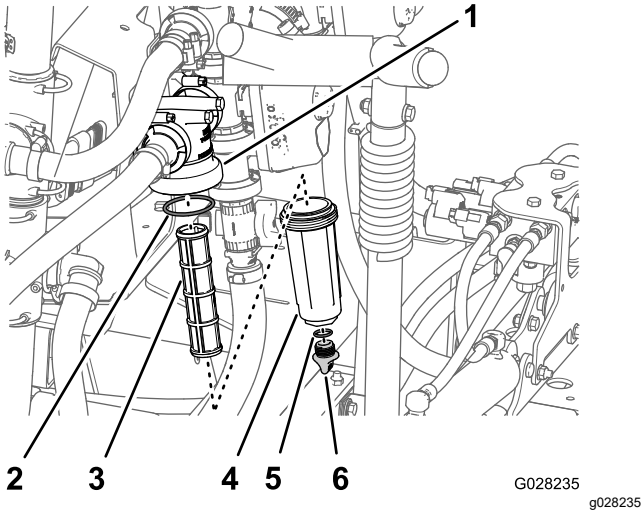

Рисунок 114
2. Поместите сливной поддон под фильтр линии нагнетания (Рисунок 114).
3. Поверните маслосливную пробку против часовой стрелки и снимите ее со стакана фильтра линии нагнетания (Рисунок 114).
4. Поверните стакан против часовой стрелки и снимите его с головки фильтра (Рисунок 114).
5. Извлеките старый элемент фильтра линии нагнетания (Рисунок 114).
6. Проверьте уплотнительное кольцо сливной пробки (расположенное внутри стакана) и уплотнительное кольцо стакана (расположенное внутри головки фильтра) на повреждения и износ (Рисунок 114).
7. Вставьте новый элемент фильтра линии нагнетания в головку фильтра (Рисунок 114).
8. Установите стакан на головку фильтра и затяните вручную (Рисунок 114).
9. Установите пробку в стакан и затяните ее от руки (Рисунок 114).